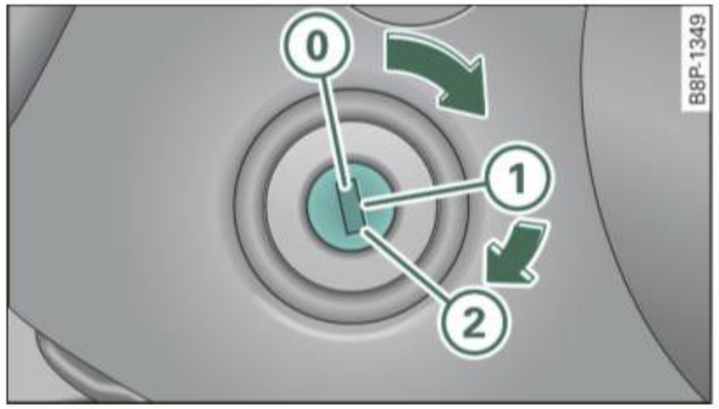

Fig. 108 Ignition lock positions
In position ⇒ fig. 108 (0) both the ignition and engine are off, and the steering is locked.
- Turn the ignition key to position (2) ⇒ *page 106,* fig. 108 - do not depress the gas pedal when starting the engine!
- When the warning light goes out, turn the ignition key to position (2) to start the engine (2) ⇒ *page 106,* fig. 108. Do not depress the gas pedal when starting the engine!
– Turn the ignition key to position (0) ⇒ *page 106,* fig. 108.